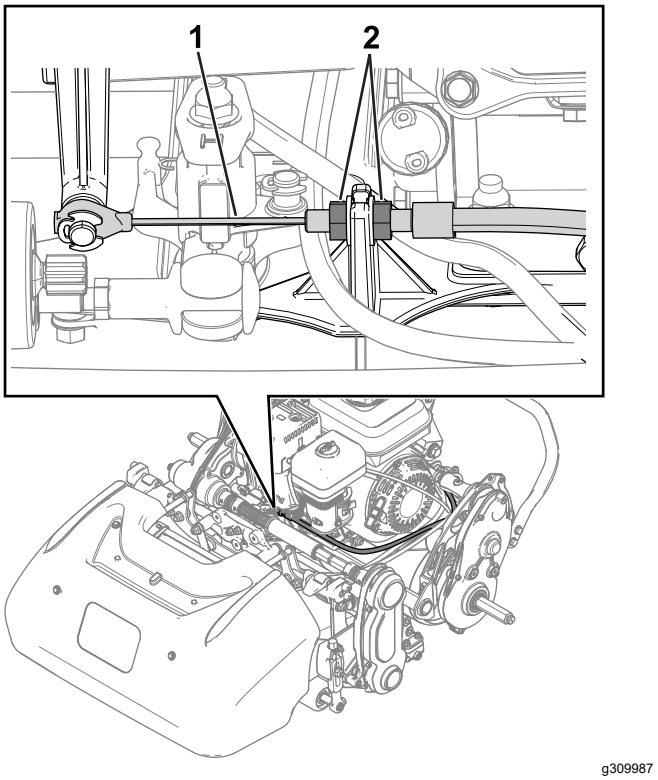
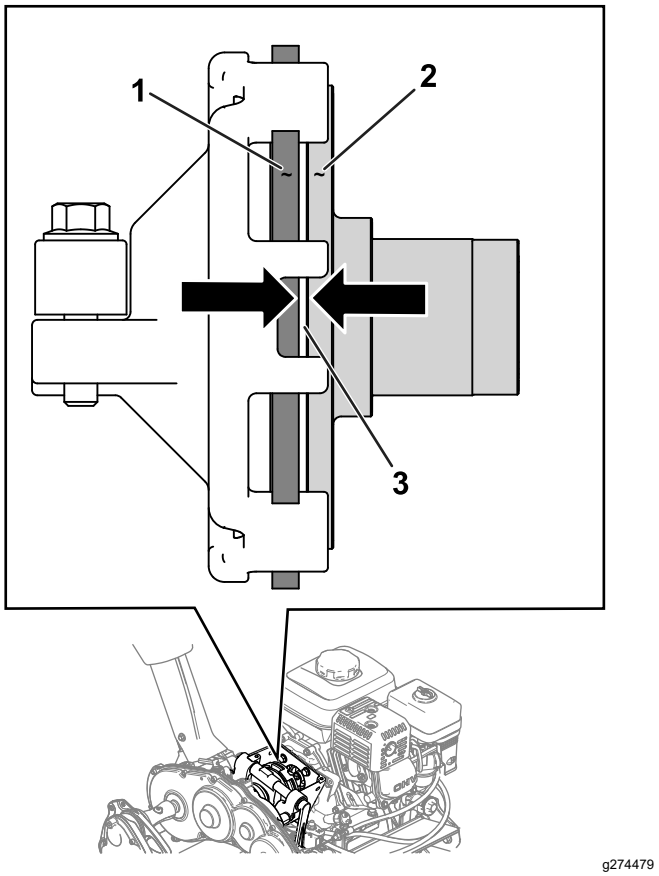

**Figuur 30**
**Figuur 31**
2. Maak de contramoeren los en stel de tractiekabel in zodat er een speling van 1,1 mm is tussen de frictieschijf en de drukplaat (Figuur 30 en Figuur 31).